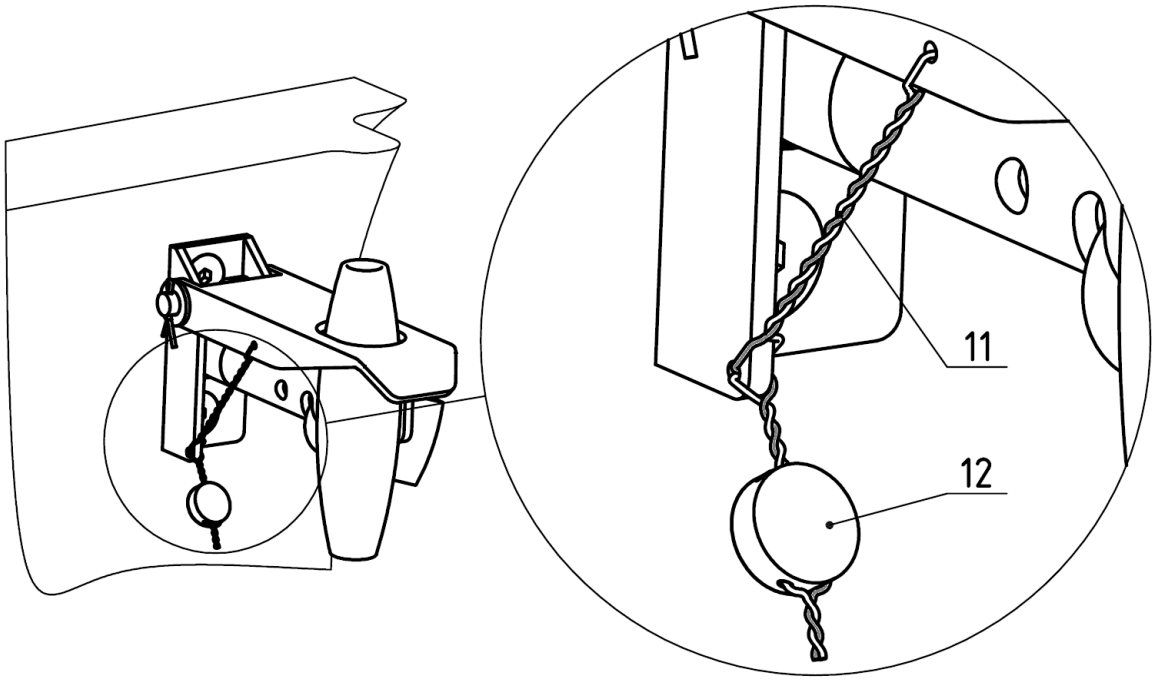

Figure 5
2.3. Close the protector [2] and lock it to the protector console [1] using a locking wire [11]. Apply the seal [12] at the end of locking wire (Figure 5).
4.6. Close the protector [2] and lock it to the console [1] using a locking wire [11]. Apply the seal [12] at the end of locking wire (Figure 5).